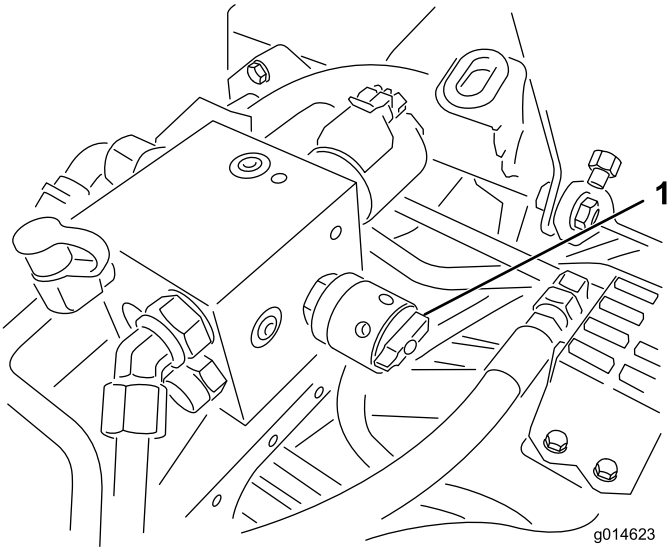

**Figur 39**
4. For å stille inn spolehastigheten, vri knotten (Figur 39) til indikatorpilene er i linje med antallet som angir ønsket innstilling.